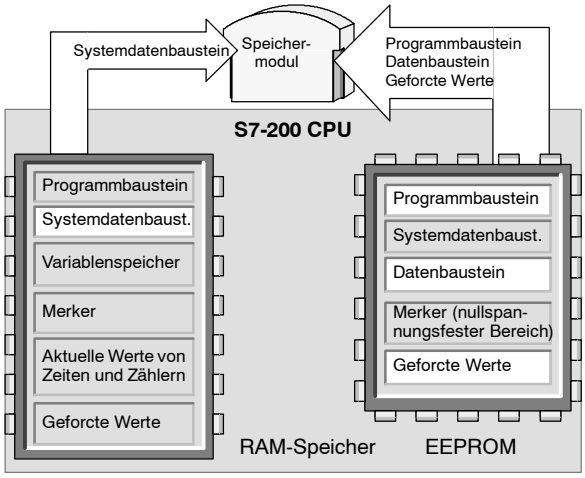

Bild 4-18 Kopieren in ein Speichermodul
3. Wählen Sie den Menübefehl **Zielsystem > Speichermodul**, um das Programm in das Speichermodul zu kopieren. In Bild 4-18 sehen Sie die Komponenten des CPU-Speichers, die im Speichermodul abgelegt werden.